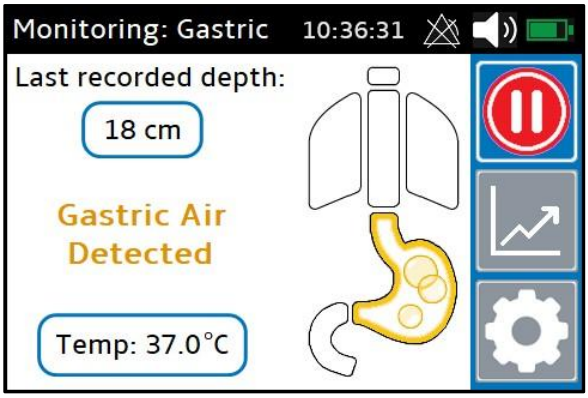

Figure 24: Monitoring - Gastric Air Message
- Gastric Air Detected notification (Gastric Mode only, Figure 24): Monitor detects consistently very high impedances throughout the distal end of the feeding tube. If desired, the user can use standard-of-care methods (e.g. aspiration) to clear the gas. If successful, the monitor will detect proper stomach contact, clear the Gastric Air message, and show a green stomach again on the Anatomy diagram.